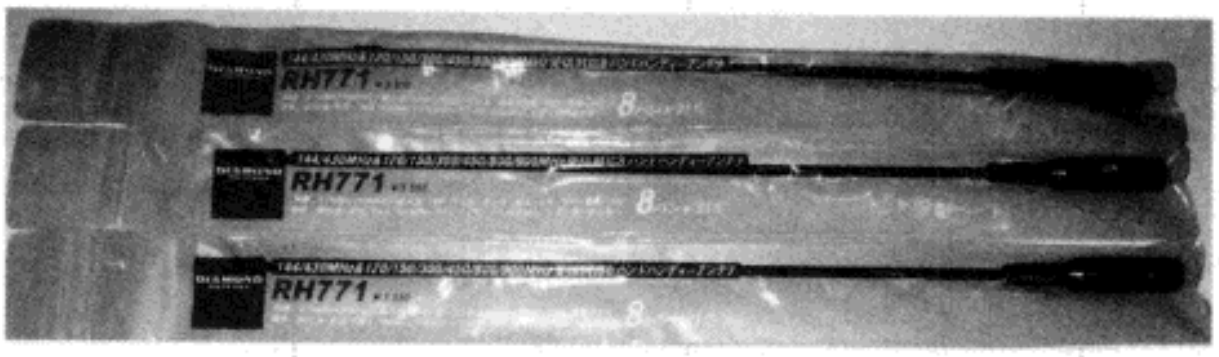

图2 日本钻石RH771橡胶天线
3. 更换一根更好的天线。如日本钻石的RH771橡胶天线（见图2）。如果不需要移动通信，可考虑使用外接高增益固定天线。